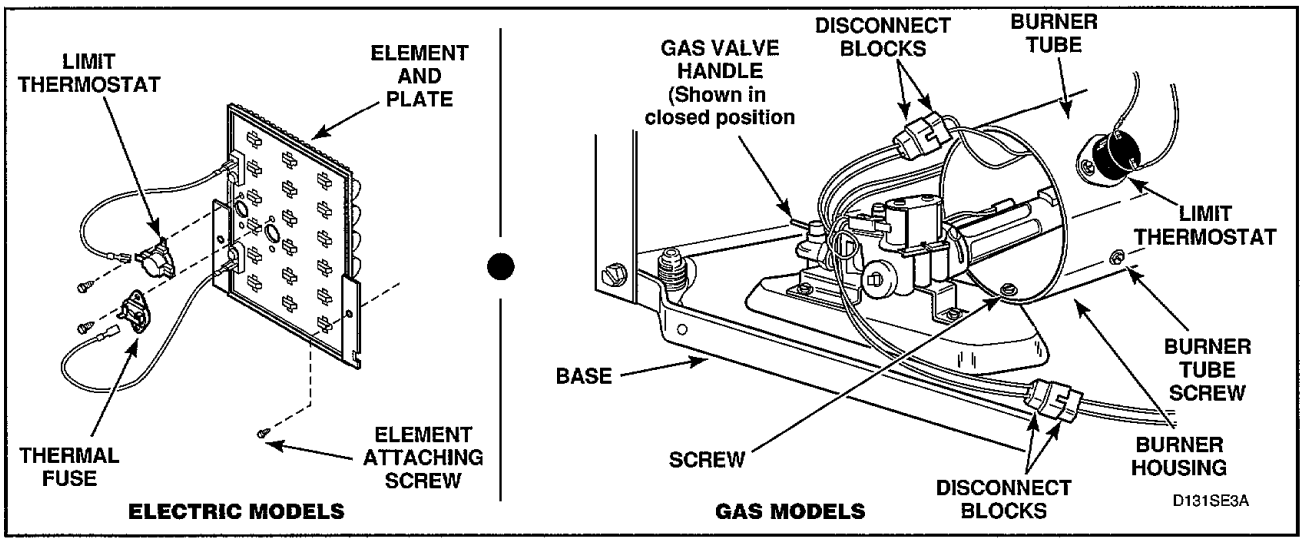

Figure 29
(2) Gently lower the access panel to disengage guide lugs from bottom edge of front panel.
(3) Close gas shut-off valve, disconnect igniter wires at disconnect blocks, sensor wires from flame sensor terminals, and wires from gas valve coils at the quick disconnect blocks, *Figure 29.*
c. Disconnect igniter wires at disconnect blocks, sensor wires from flame sensor terminals, and wires from gas valve coils at quick disconnect blocks, *Figure 29.*
d. Remove screw from right side of burner housing holding burner tube in place, *Figure 29.*
i. Remove screw holding front of burner housing to dryer base and remove housing out through front of dryer, *Figure 29.*
c. Disconnect wires and remove screws holding limit thermostat to burner housing or element plate, *Figure 29.*
c. Remove two screws holding element and plate to heater box and pull element down and away from heater box, *Figure 29.*
d. Disconnect wires from element and plate, *Figure 29.*
e. Remove screws holding thermostat and thermal fuse to element plate, *Figure 29.*